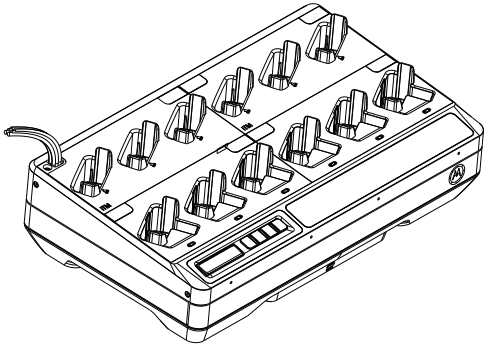

Figura 15: Todas as saídas de alimentação dos cabos da parte superior esquerda do carregador.
6. Todas as saídas de alimentação dos cabos da parte superior esquerda ou direita do carregador (Consulte a Figura 15).